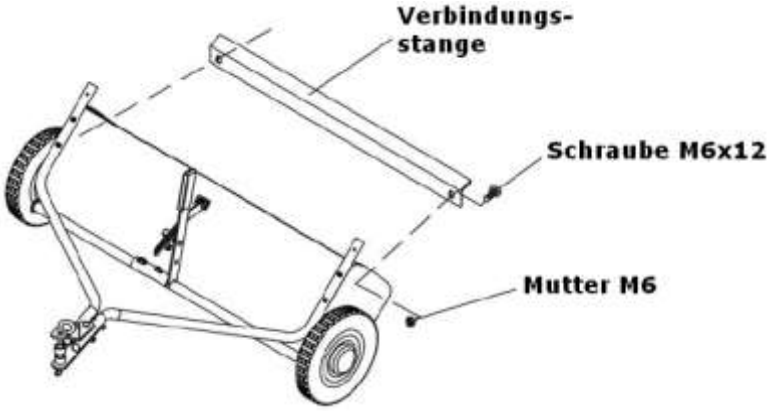

Abbildung 8.2
- Montieren Sie nun die Verbindungsstange mit Hilfe der Schrauben M6x12 und Muttern M6 (siehe Abbildung 8.2).